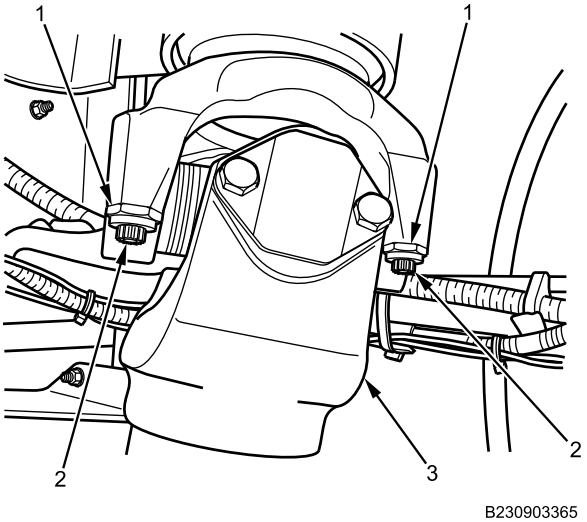

Figure 3. Transmission End of Propshaft Straps and Bolts.
1. Position propshaft (Figure 3, Item 3) in between yokes of transmission and transfer case, and spread propshaft out until bearing cups are seated in yokes.
2. Install bearing retainer straps (Figure 3, Item 1) and four new cap screws (Figure 3, Item 2) on transmission end of propshaft (Figure 3, Item 3) and torque cap screws to 115-135 lb ft (156-183 N•m). Two cap screws not shown.